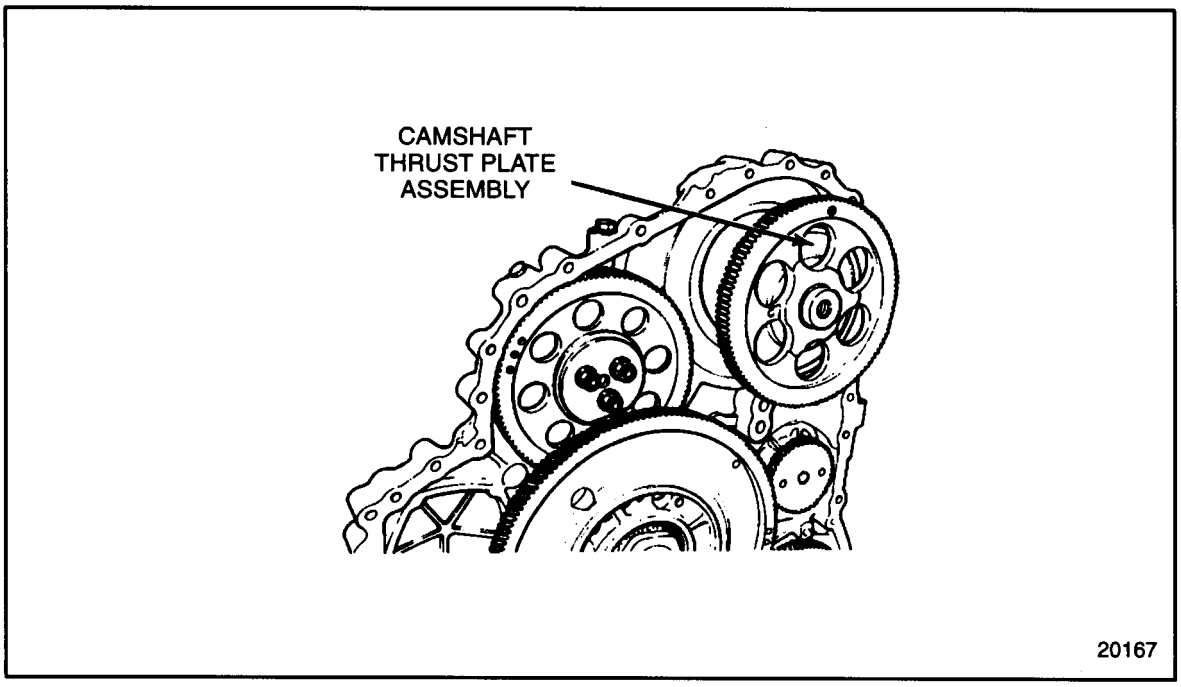

Figure 1-218 Camshaft Thrust Plate Installation
13. Lubricate the rubber O-ring on the camshaft thrust plate with clean engine oil. Install the camshaft thrust plate assembly, with the camshaft drive gear and hub in place to the gear case, using a plastic hammer or fiber mallet to tap the thrust plate rearward in the gear case just enough to start it in the gear case. See Figure 1-218.